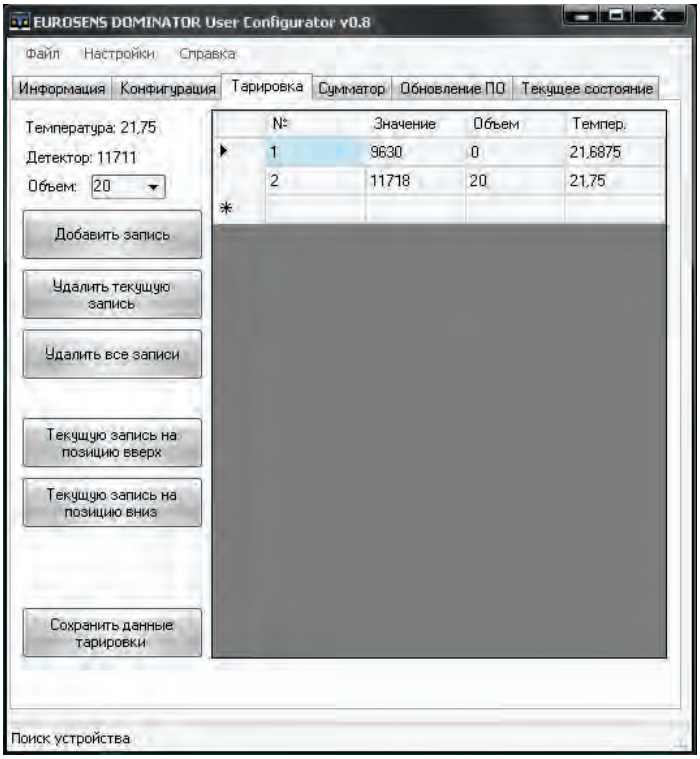

Рис.42
14) Нажать кнопку "Добавить запись" (рис.42).
15) Убедиться, что в следующую строку таблицы значения параметров были внесены правильно (рис.42).